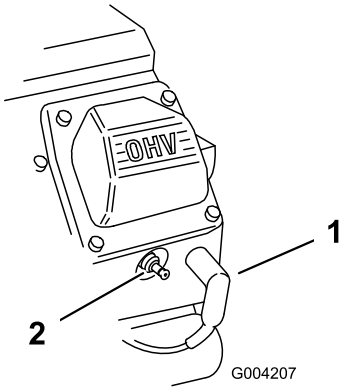

Figuur 49
2. Trek de kabels van de bougies (Figuur 49).
3. Druk de bougiekabels op de bougies (Figuur 49).